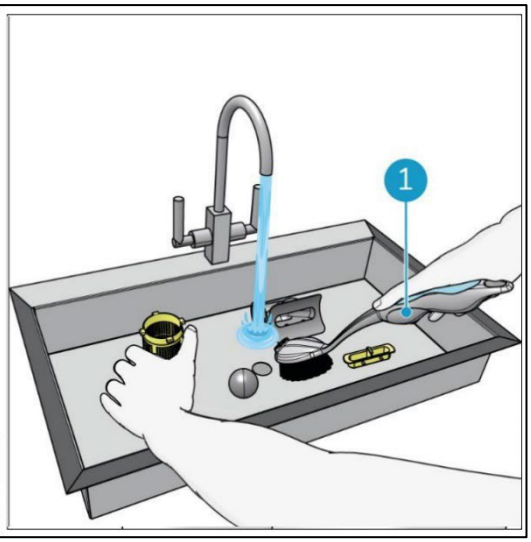

Figure 28
11. Rinse the parts with tap water. If required, clean with a brush (Figure 28, pos 1).